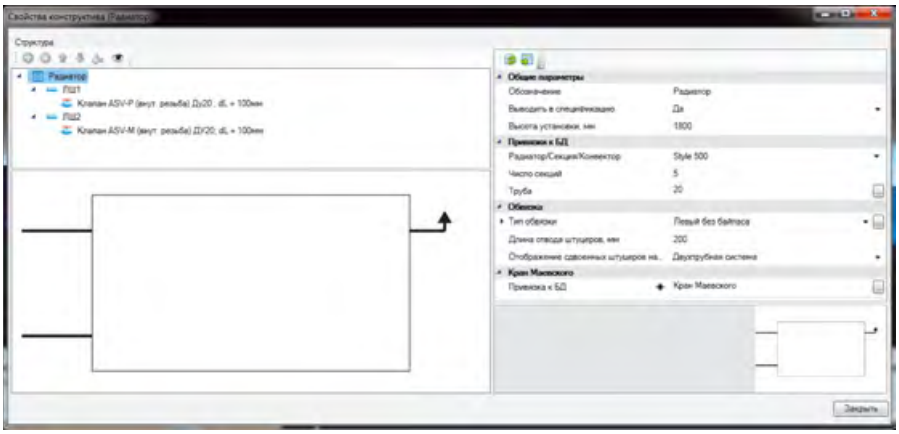
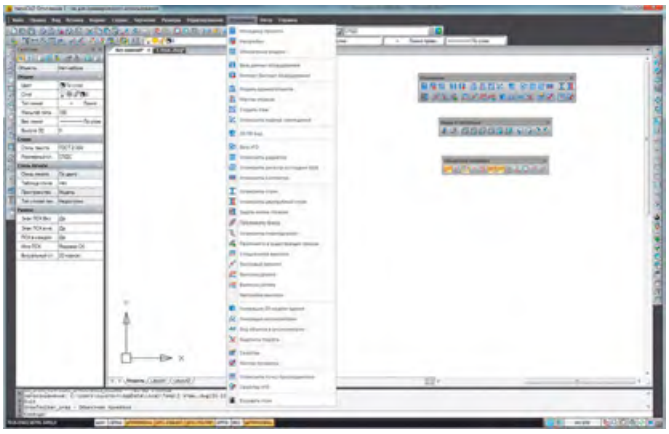
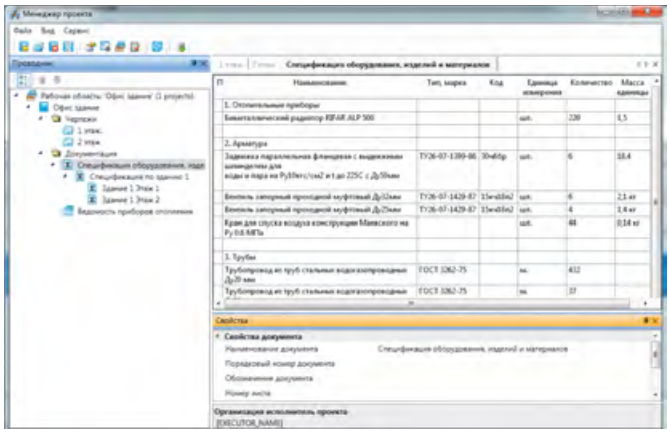

Рис. 1. Интеллектуальные объекты nanoCAD Отопление
Рис. 2. Меню
Рис. 3. Спецификация
**Рис. 1. Конструкция механизма крепления трубы для линейки фитингов Neptun IWS (1 — корпус; 2 — накидная гайка; 3 — прижимное кольцо; 4 — фиксирующее кольцо; 5 — силиконовый уплотнитель; 6 — гофрированная труба из нержавеющей стали)**
Для линейки фитингов Neptun IWS мы разработали свою собственную конструкцию механизма крепления трубы, которая обеспечивает максимально возможную надежность присоединения трубы (рис. 1). В наших фитингах труба фиксируется металлическим кольцом, что по надежности крепления соответствует развальцованной трубе с накидной гайкой. Также хочется отметить, что прижимное и фиксирующее кольцо произведены из того же материала, что и сама труба (нержавеющая сталь SS304). Между ними не образуется гальваническая пара, что обеспечивает дополнительную защиту от коррозии.
Устройство фитингов для систем водоснабжения показано на рис. 2. Устройство фитингов для систем газоснабжения показано на рис. 3.
**Рис. 2. Фитинг для систем водоснабжения** [**1** — накидная гайка; **2** — фиксирующее кольцо из нержавеющей стали SS304; **3** — прижимное кольцо из нержавеющей стали; **4** — уплотнительное кольцо из кремнийорганической резины (силикона); **5** — корпус фитинга]
**Рис. 3. Фитинг для систем газоснабжения** [**1** — накидная гайка; **2** — стопорное кольцо из полиамида (нейлона); **3** — диэлектрическое кольцо из фторкаучука; **4** — корпус фитинга]
Все объекты nanoCAD Отопление (трубопроводы, отопительные приборы, трубопроводная арматура и т.д.) являются интеллектуальными (рис. 1). Каждая из групп элементов имеет определенные характеристики, которые в процессе проектирования можно редактировать. Для трубопроводов и трубопроводной арматуры можно выбрать сортамент и типоразмер, для отопительных приборов — типоразмер, количество секций и характеристики обвязки с учетом арматуры. Отредактировать характеристики элементов при помощи специализированных экранных форм можно несколькими щелчками клавиши мыши.
Программа nanoCAD Отопление имеет привычный интерфейс стандартных CAD-систем, что позволяет свести к минимуму сроки ее внедрения. Пользователь работает со стандартными выпадающими меню (рис. 2), панелями инструментов, командной строкой. Также в nanoCAD Отопление реализованы сервисные функции создания моделей систем отопления, такие как контекстное меню, режимы отслеживания и объектной привязки и т.п.
При проектировании большого проекта с несколькими зданиями мы можем получить спецификацию (рис. 3) по всему проекту или по отдельному зданию. Существует также возможность получать поэтажные спецификации оборудования. Это особенно важно, когда проектируется крупный объект и необходимо определить, какое отопительное оборудование нужно установить на определенный этаж.
**Рис. 1. Муфты из реактопластов, армированных стекловолокном*** [**а** — с центральным упором, **б** — без центрального упора; $D_{мв}$ и $D_{мн}$ — внутренний и наружный диаметры муфты; $t_м$ и $L_м$ — толщина стенки и длина муфты]
**Рис. 2. Прямые тройники из реактопластов, армированных стекловолокном*** [**а** — неравнопроходного, **б** — равнопроходного (калиброванная часть закрашена, контуром обозначена муфта); $D_н$ — наружный диаметр тройника; $H$ — длина ламинируемой части; $L_c$ — длина соединения; $L$ — уложенная длина по основной трубе; $L_1$ — уложенная длина по патрубку ответвления; $d_н$ — наружный диаметр патрубка ответвления]
Муфты, показанные на рис. 1, изготовляются из муфтовых труб, предварительно произведенных методом непрерывной намотки с последующей обработкой торцов и фрезерованием канавок под кольцевые уплотнители и центральный упор на внутренней поверхности на специальном оборудовании. При этом значения наружных диаметров муфты $D_{мн}$, длин муфты $L_м$, толщин стенок $t_м$ и массы муфт устанавливаются в технической документации, утвержденной в установленном порядке, в зависимости от номинальных параметров DN и PN. Предельные отклонения длины муфты $L_м$ должны быть ±5 мм. Внутренний диаметр муфт должен быть таким (табл. 1), чтобы посредством уплотнительных колец и центральных упоров из этиленпропиленового каучука (международное обозначение — EPDM) с установленными свойствами трубы можно было бы соединять между собой фасонными соединительными частями из реактопластов, армированных стекловолокном, производительно и водонепроницаемо на весь (50 лет) срок их эксплуатации. Тройники (рис. 2) изготовляют из отрезков предварительно изготовленных труб из реактопластов, армированных стекловолокном (ламинированием или намоткой).
Отводы (рис. 3, табл. 2) изготовляют из отрезков (сегментов) труб, из реактопластов, армированных стекловолокном, или путем намотки на оправку.
**Рис. 3. Отводы из реактопластов, армированных стекловолокном, из сегментов** (отрезков труб)* [**а** — двух (от 1° до 30°), **б** — трех (от 31° до 60°), **в** — четырех (от 61° до 90°, калиброванная часть закрашена, контуром обозначена муфта); $D_н$ — наружный диаметр; $L_б$ и $L_у$ — базовая и уложенная длины отвода; $L_1$ и $L_2$ — длины концевых и промежуточных сегментов; $L_c$ — длина частей труб отвода под соединение (длина соединения); α и $R$ — угол и радиус отвода]